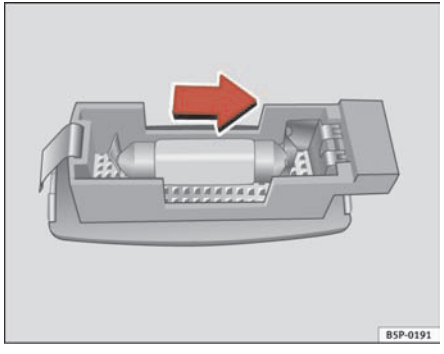

Fig. 172 Removing sunroof light
– Carefully remove the light, using the flat side of the screwdriver, as shown in the illustration ⇒ fig. 172.
– Remove the lamp, moving it in the direction of the arrow and outwards ⇒ fig. 172.